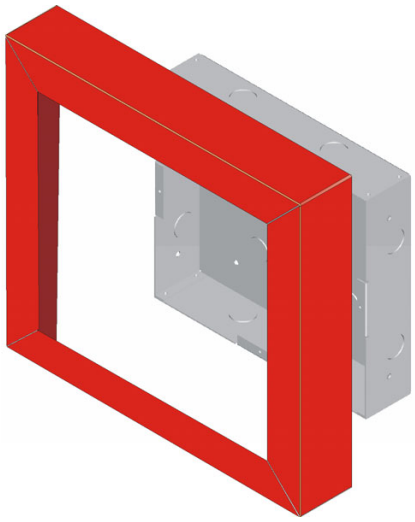

Figure 4.18 Installing Trim Ring
4. Place the trim ring over the back box as shown in Figure 4.18.